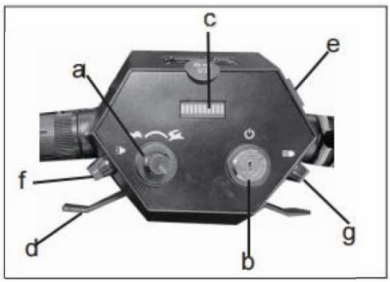

Fig .2
2.2 Panneau de configuration (Figure 2)
4.2 Interrupteur d'alimentation (Figure 2)
4.3 Levier de commande (Figure 2)